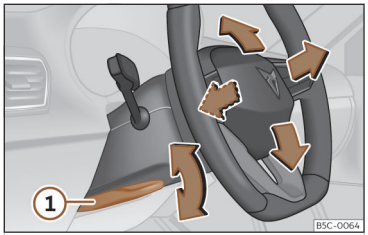

Abb. 92 Hebel auf der linken unteren Seite der Lenksäule.
- Hebel ››› **(Abb. 92)** ① nach unten schwenken, Lenkrad in die gewünschte Position bringen und Hebel wieder bis zum Schließpunkt nach oben drücken.
- **Den Hebel ››› (Abb. 92) ① nach dem Einstellen immer fest nach oben schwenken, damit das Lenkrad während der Fahrt nicht unbeabsichtigt seine Position verändert.**